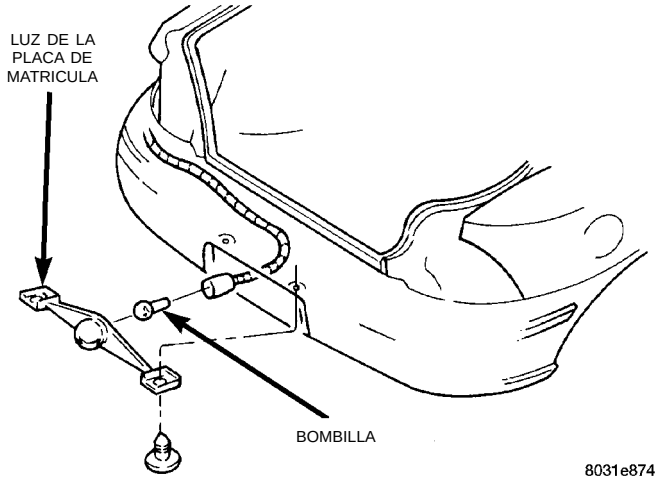

Fig. 7 Luz de la placa de matrícula
(1) Retire los tornillos que sostienen la luz de la placa de matrícula en la placa protectora del parachoques trasero (Fig. 7).
(2) Separe la luz de la placa de matrícula del parachoques.